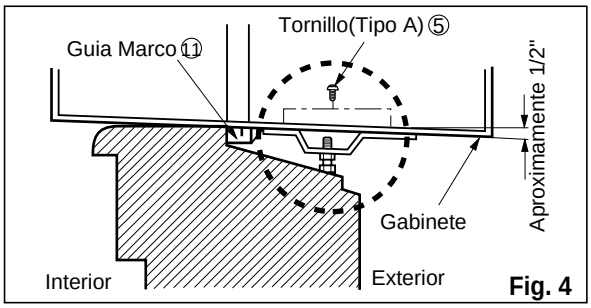

Fig. 4
4. Seleccione la posición que ubicará el soporte del alféizar cerca del punto más exterior del alféizar.(Ver Fig. 4)
5. Pegue el soporte antepecho a los rieles de la caja en relacion a la posicion deseada usando dos tornillos Tipo A en cada soporte. (Ver Fig. 4)